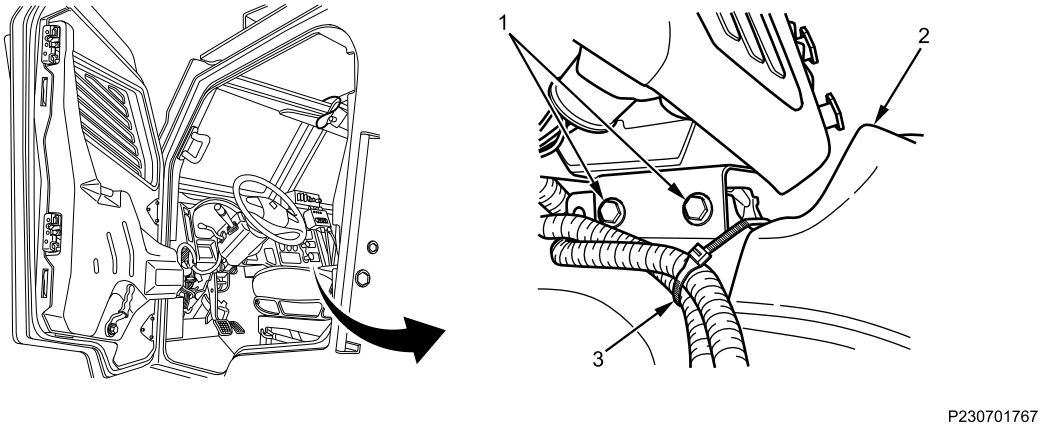

Figure 1. Transmission Driver Control Assembly.
1. Remove harness cable tie (Figure 1, Item 3) from transmission driver control assembly (Figure 1, Item 2) and harnesses.
2. Remove two bolts (Figure 1, Item 1) securing transmission driver control assembly (Figure 1, Item 2) to instrument panel frame.